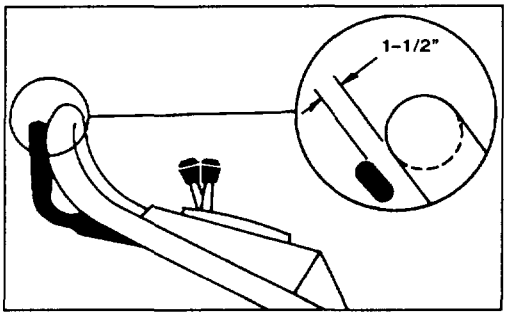

Figure 19
3. Lift control bar until some resistance is felt. Control bar should be 1-1/2" from handle when properly adjusted (Fig. 19).